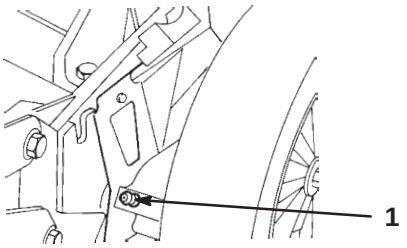

Bild 23
5. Wischen Sie die Schmiernippel mit einem sauberen Lappen ab (Bild 23).